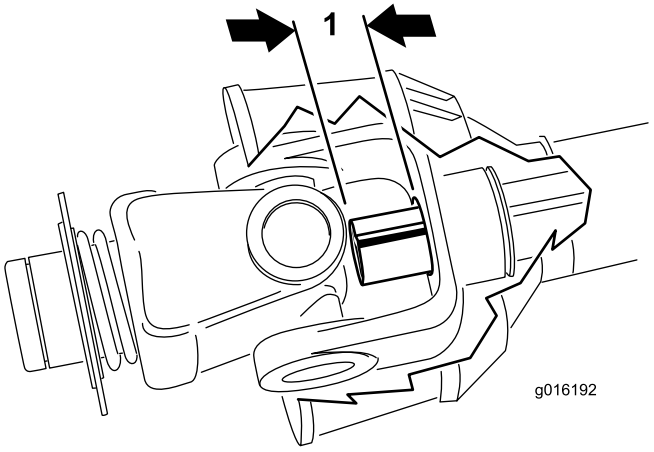

**Rysunek 17**
9. Dosuń do siebie zewnętrzne rury wałka sprzęgającego. Upewnij się, że **wewnętrzna** rura nie wchodzi do obszaru krzyżaka i łożyska rury zewnętrznej (Rysunek 17). Jeśli tak się stanie, w celu skorygowania problemu należy odciąć **więcej** długości rury wewnętrznej. Przejdź do kolejnego kroku.
10. Zmierz odległość, na jaką wewnętrzna rura wchodzi do obszaru krzyżaka i łożyska rury zewnętrznej (Rysunek 17). Dodaj tę odległość do wymiaru uzyskanego w kroku 8.